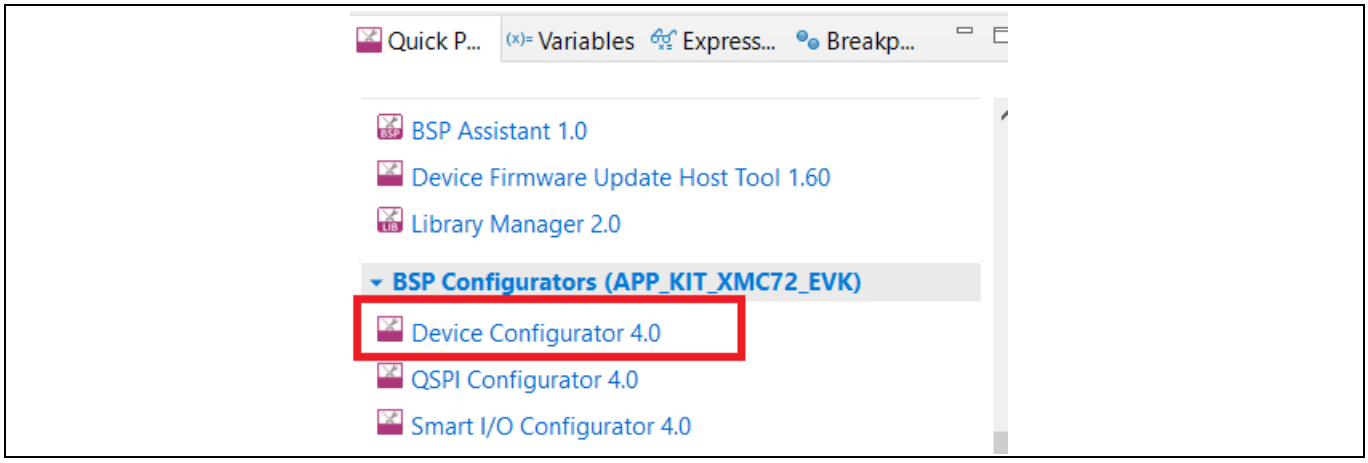

**Figure 22 Device Configurator in ModusToolbox™**
1. Double-click the Device Configurator on the left Quick Panel as shown in Figure 22 or you can also double-click the *design.modus* file to open the Device Configurator in your project, *\bsps\TARGET_APP_KIT_XMC72_EVK\config\design.modus*.